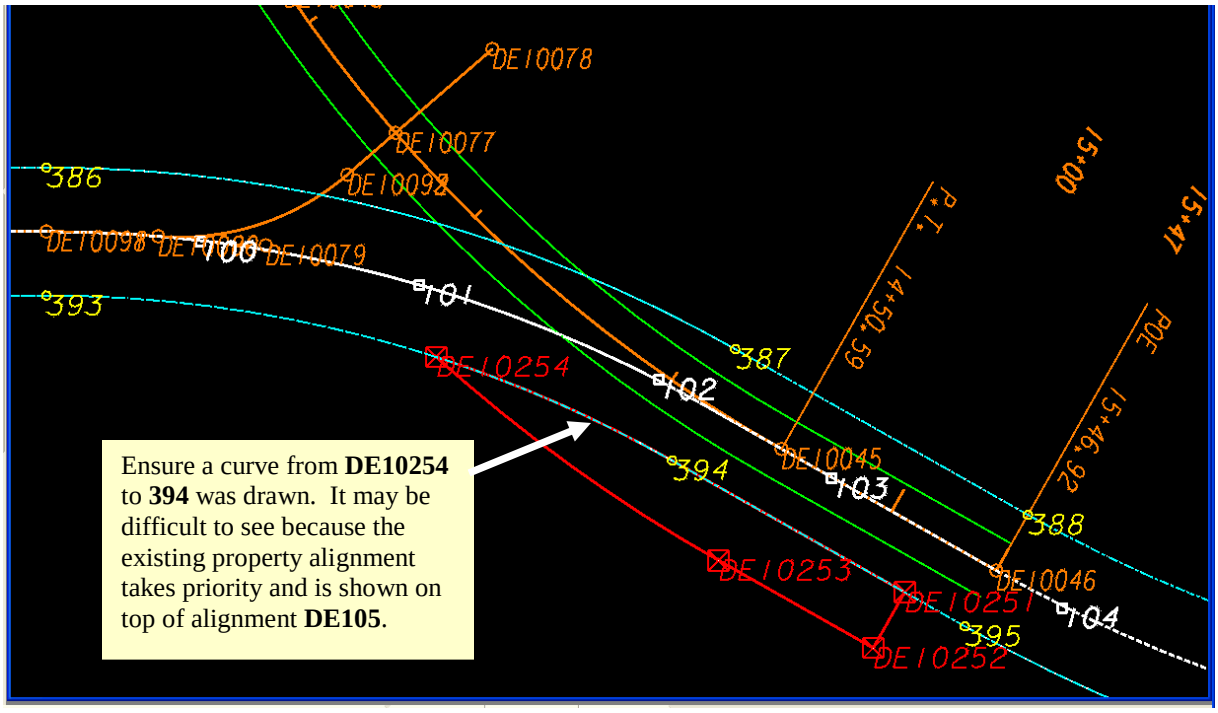

Figure L12-88 MicroStation View
• Left click in the MicroStation window to **Accept** the operation. • Verify your view in MicroStation matches that shown in *Figure L12-88* and the Curve from **DE10254** to **394** was drawn in MicroStation. • **Close** the **Add Fixed Horizontal Curve** dialog.